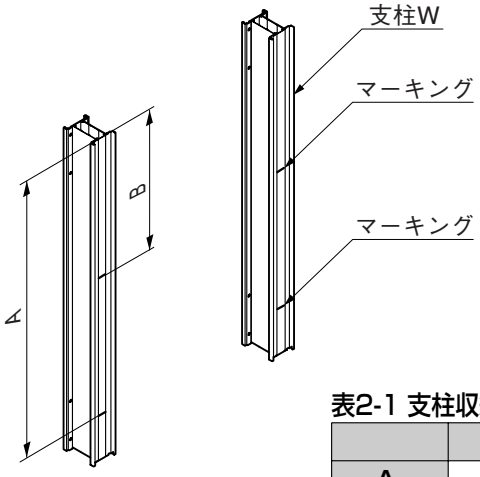

図2-1
❶図2-1、表2-1にしたがって支柱Wの支柱収納庫連結部品の取付位置にマーキングしてください。